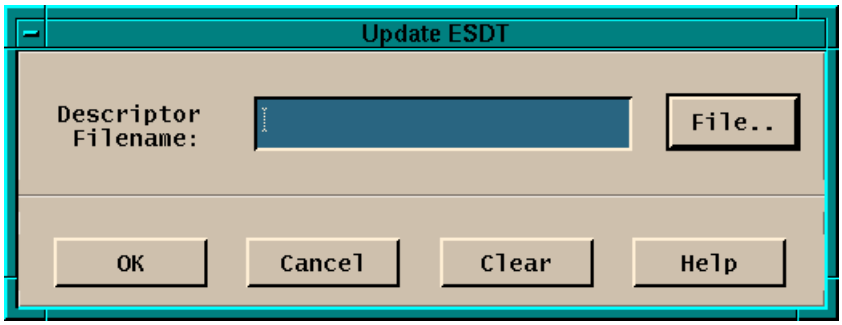

Figure 26.28.5-3. Science Data Server - Update Data Type Dialog
- **Update** opens the Update ESDT Dialog (see Figure 26.28.5-3) which is used to update a ESDT to the installed list of data types based upon input information. The SDSRV GUI provides the capability to update multiple ESDTs at one time. The Science Data Server needs to be running in **Maintenance mode** to accept this operation. Click on the **File…** button to display a list of descriptor filenames to choose from instead of typing them in. Multiple descriptor files can be selected. Click the **OK** button to update the data type. If no error messages appear, then the operation has been successfully completed. Click the **Cancel** button to close the dialog without performing an operation. Click the **Clear** button to start all over again the process of filling in new information. Click the **Help** button to display on-line help information.